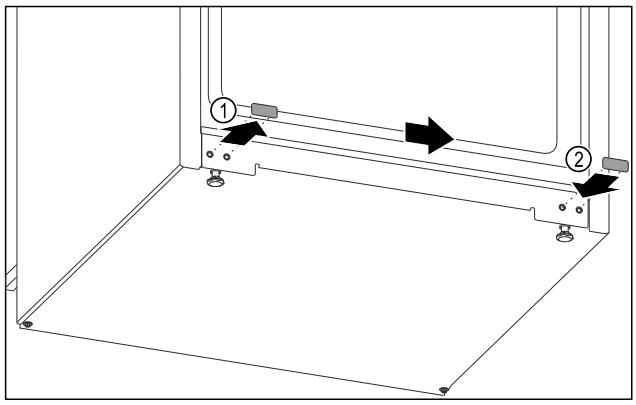

Fig. 10
- ▶ Trekk ut dekselpluggene. *Fig. 10 (1)*
- ▶ Sett inn dekselpluggen på motsatt side. *Fig. 10 (2)*